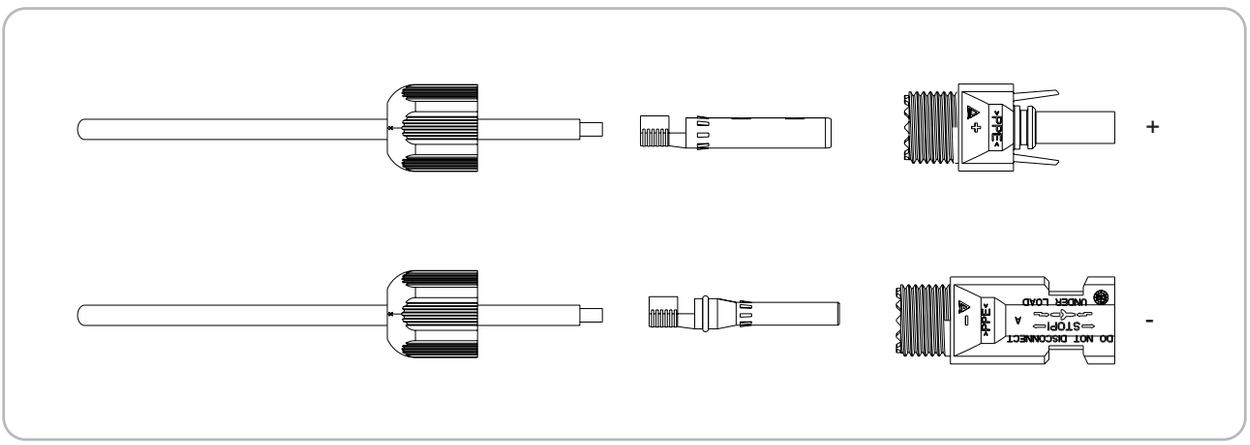

Figure 4-6
3) Disassemble the connector in the accessory bag, as shown in Figure 4-6: